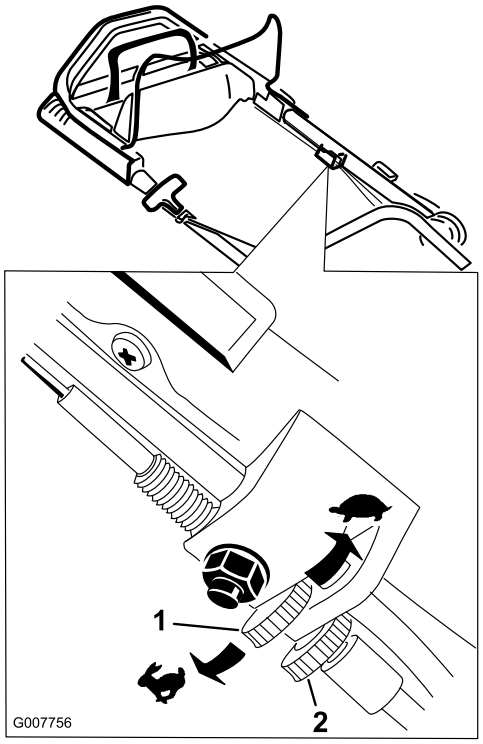

Figure 29
1. Desserrez l'écrou de blocage à la main (Figure 29).